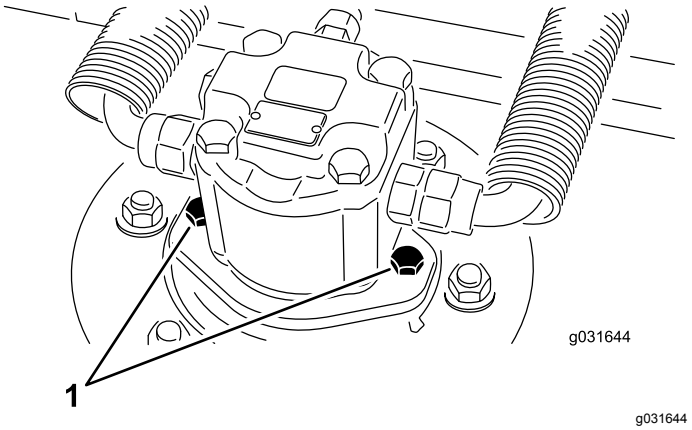

图 68
2. 卸下液压马达安装螺丝从剪草刀盘上断开并拆除液压马达图 68。
4. 使用液压马达安装螺丝将液压马达安装到刀盘上图 68。